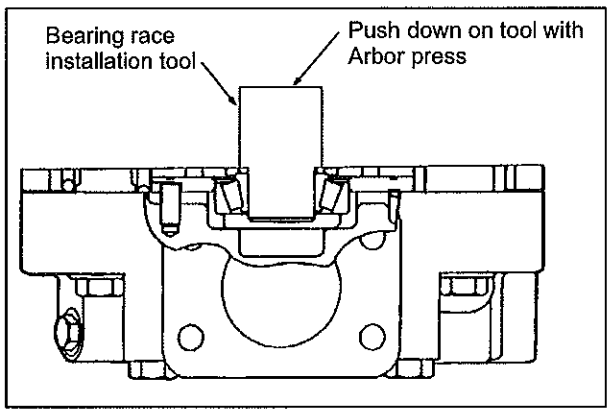

Figure 27: Installation of Bearing Race into Valve Block
3. If bearing race was removed from housing (51) install a new bearing race into housing with an arbor press. Make sure the bearing race is face up to accommodate the matching roller bearing. Press the bearing race until it rests at bottom of housing. Use the bearing race tool as shown in Figure 27. After the bearing race is installed, apply a liberal amount of petroleum jelly to the matching roller bearing. Install the roller bearing into the bearing race.
4. Apply a thin coat of clean hydraulic fluid to limiter plate (35), spacers (38) and piston/shoe S/A (36 and 37). Align piston/shoe S/A (36 and 37) with yoke (40) and install using screws (34).
If bearing race was removed from valve block, install a new bearing race into valve block. *DO NOT* reuse bearing races with new rollers. Refer to Figure 27 for instructions.